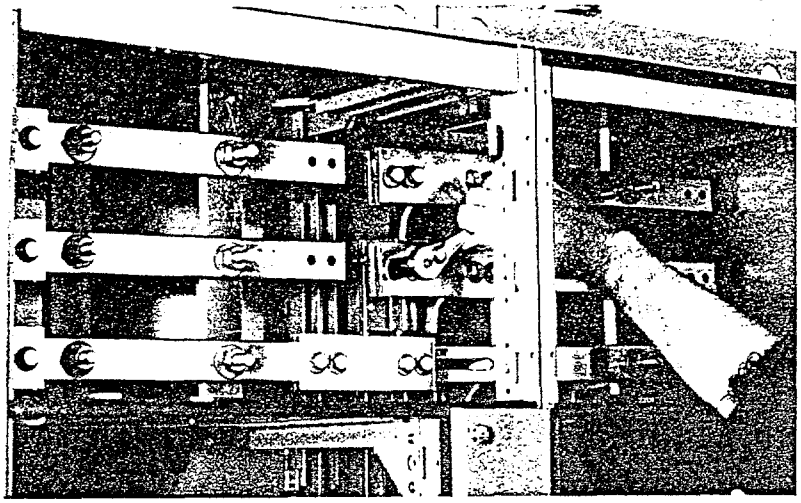

Figure 13: Loosening right bolts on splice assembly
3. Remove the two left bolts. Loosen, but do not remove, the two right bolts on the splice assembly (figure 13).